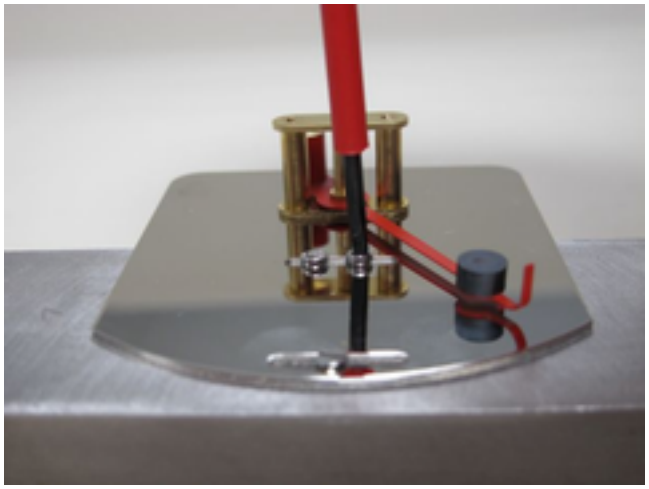

Fig. 62: Secure the base plate
13. Position the display base plate onto the device body and lightly tighten the fixing screws so that the base plate can still be moved (*Fig. 62*). Make sure that the countersunk head screw is used for the long groove (pointer end) and the cylinder head screws are used to secure the base plate middle.